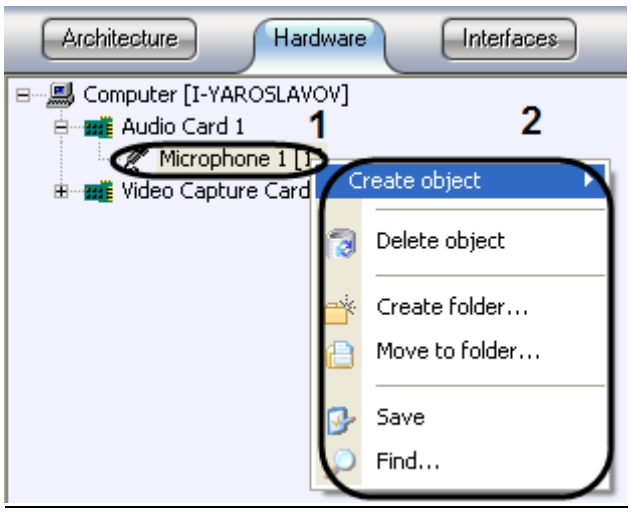

Figure 7.3-12 Selecting an object to delete
a. select an object for deletion (Figure 7.3-12, 1) and right-click to display the context menu on the monitor (Figure 7.3-12, 2);